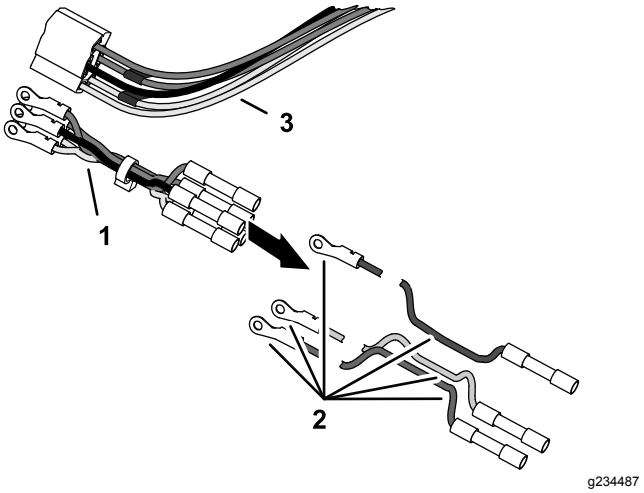

図 2
1. アダプタ用のワイヤハーネスにあるワイヤの色のうちで、PTO スイッチ用 5 ソケットコネクタに入っているマシンのワイヤハーネスに使用されていない色を選び出す図 2。